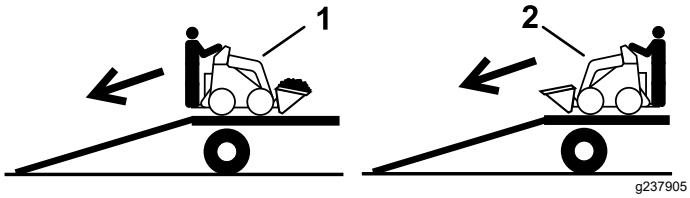

Figura 20
2. Descărcai maina de pe remorcă cu partea cu încărcătură orientată spre rampă în sus i încărcătura în poziie joasă (Figura 20).